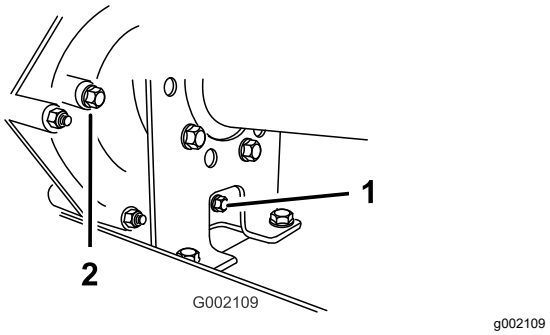
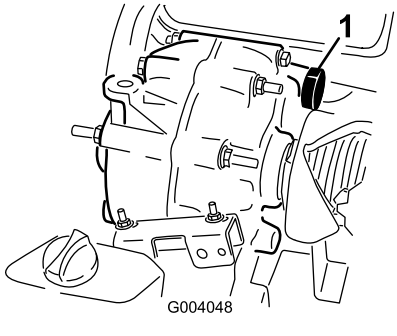

Figur 59
Figur 60
2. Tør området omkring påfyldnings- og aftapningsproppen ren med en klud (Figur 59).
4. Afmonter påfyldningsproppen ved at dreje den mod uret (Figur 59).
5. Afmonter aftapningsproppen ved at dreje den mod uret (Figur 59).
6. Monter og tilspænd aftapningsproppen og pakningen i aftapningsproppens åbning i transmissionen (Figur 59).
7. Fyld beholderen (Figur 60) gennem påfyldningsproppens åbning med cirka 1,4 liter af den angivne væske, eller fyld den, indtil væskestanden i transmissionen er på niveau med bunden af gevindene. (Figur 59).
8. Monter og tilspænd påfyldningsproppen og pakningen i påfyldningsproppens åbning på transmissionen (Figur 59).
10. Kontroller væskestanden, og fyld mere væske på, hvis niveauet er under gevindene i påfyldningsproppens åbning (Figur 59).